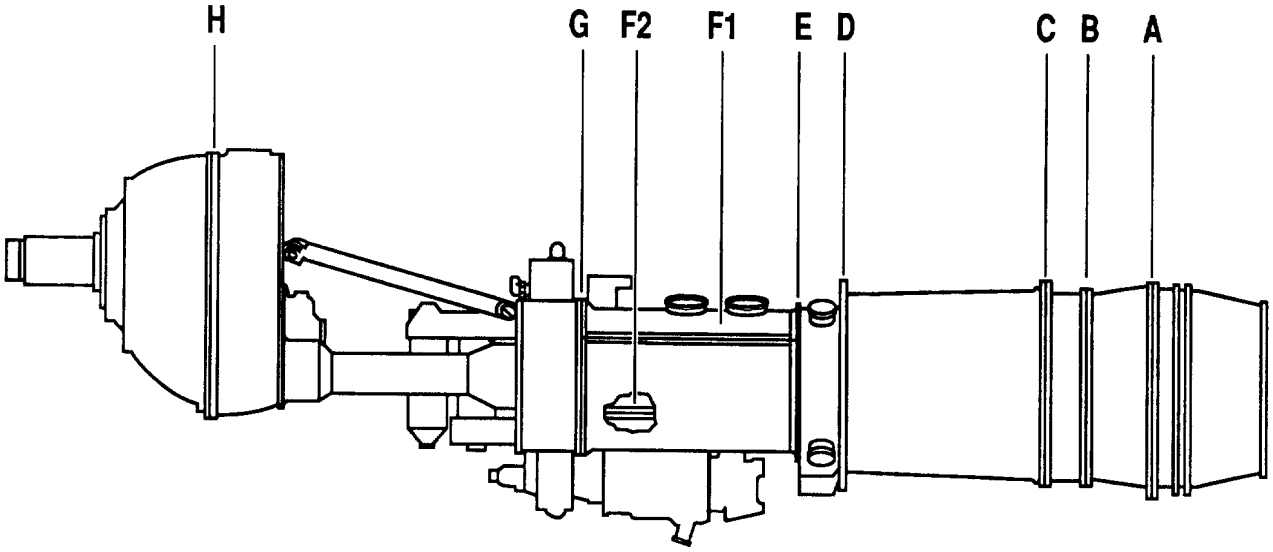

Figure 1. Complete Engine Assembly Splitline Locations and Identification
29. This work package (WP) contains instructions for installation of keys and brackets on the vertical splitlines (flanges), horizontal splitlines (including compressor case assembly studs) and combustion chamber outer case assembly. Refer to figure 1 for locations and identification of the splitlines.